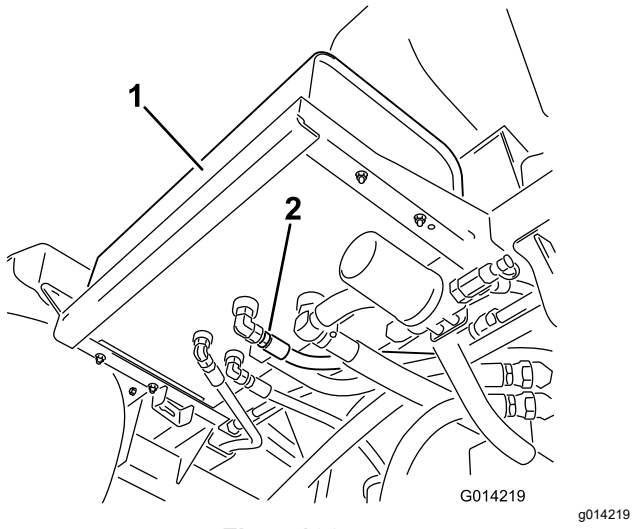

**Figur 106**
2. Rengör området kring hydraulslangskopplingen på hydraulvätsketankens undersida (Figur 106).
4. Ta bort slangnippeln från tanken och låt vätskan rinna ned i kärlet (Figur 106).